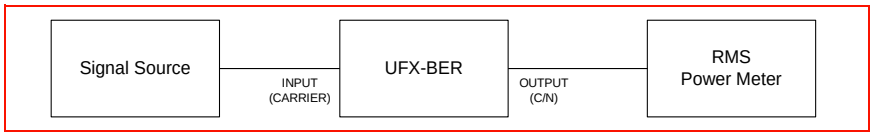

Figure A-1. Power Meter Measurement Setup
3. Connect the signal generator and RMS power meter to the UFX-BER as shown in Figure A-1.